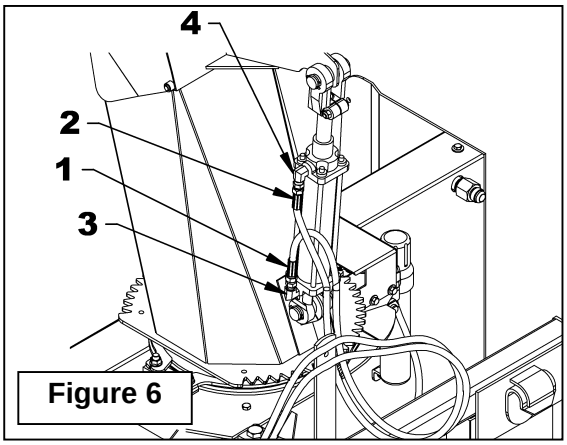

Figure 6
7. **Figure 6:** Mettre du scellant à filets sur la partie mâle de chaque boyau (items 1-2) et visser dans les coudes 90° (items 3-4) du cylindre.